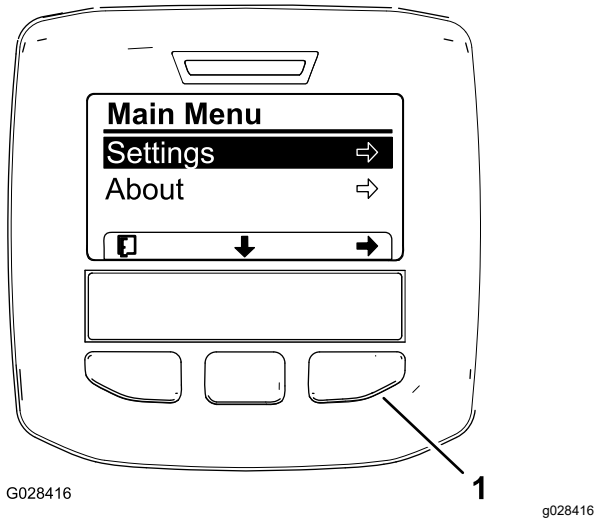
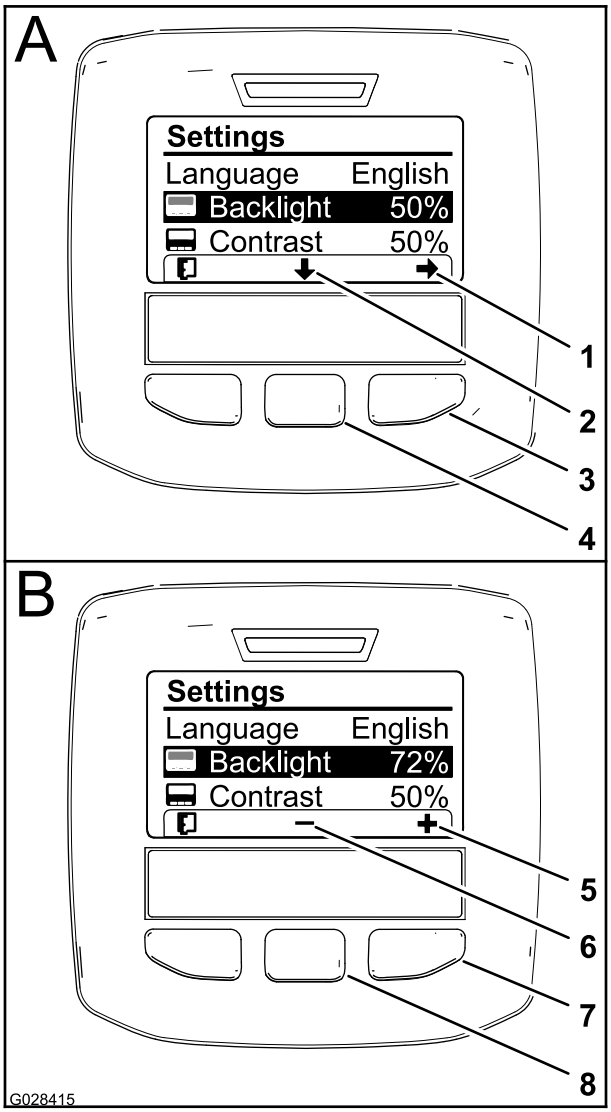

Figure 61
Figure 63
3. Press the center selection button to access the Main Menu (Figure 61).
5. Press the left selection button to save your selection(s), exit the Settings menu, and return to the Main Menu (Figure 61).
2. To adjust the backlight level of the display, press the center selection button (the button below the down arrow icon in the display) to move the selected option down to the Backlight setting (Figure 63).
3. Press the right selection button to display the value adjustment context (Figure 63).
4. Use the center selection button and right selection button to change the brightness level of the display (Figure 63).
5. Press the left selection button (the button below the list icon in the display) to save your selection, exit the Backlight menu, and return to the Settings menu (Figure 63).
6. To adjust the contrast level of the display, press the center selection button (the button below the down arrow icon in the display) to move the selected option down to the Contrast setting (Figure 63).
7. Press the right selection button to display the value adjustment context (Figure 63).
8. Press the left selection button (the button below the list icon in the display) to save your selection, exit the Contrast menu, and return to the Settings menu (Figure 63).
9. Press the left selection button to exit the Settings menu and return to the Main Menu (Figure 61 and Figure 63).
10. Press the left selection button to return to the Home screen (Figure 63).